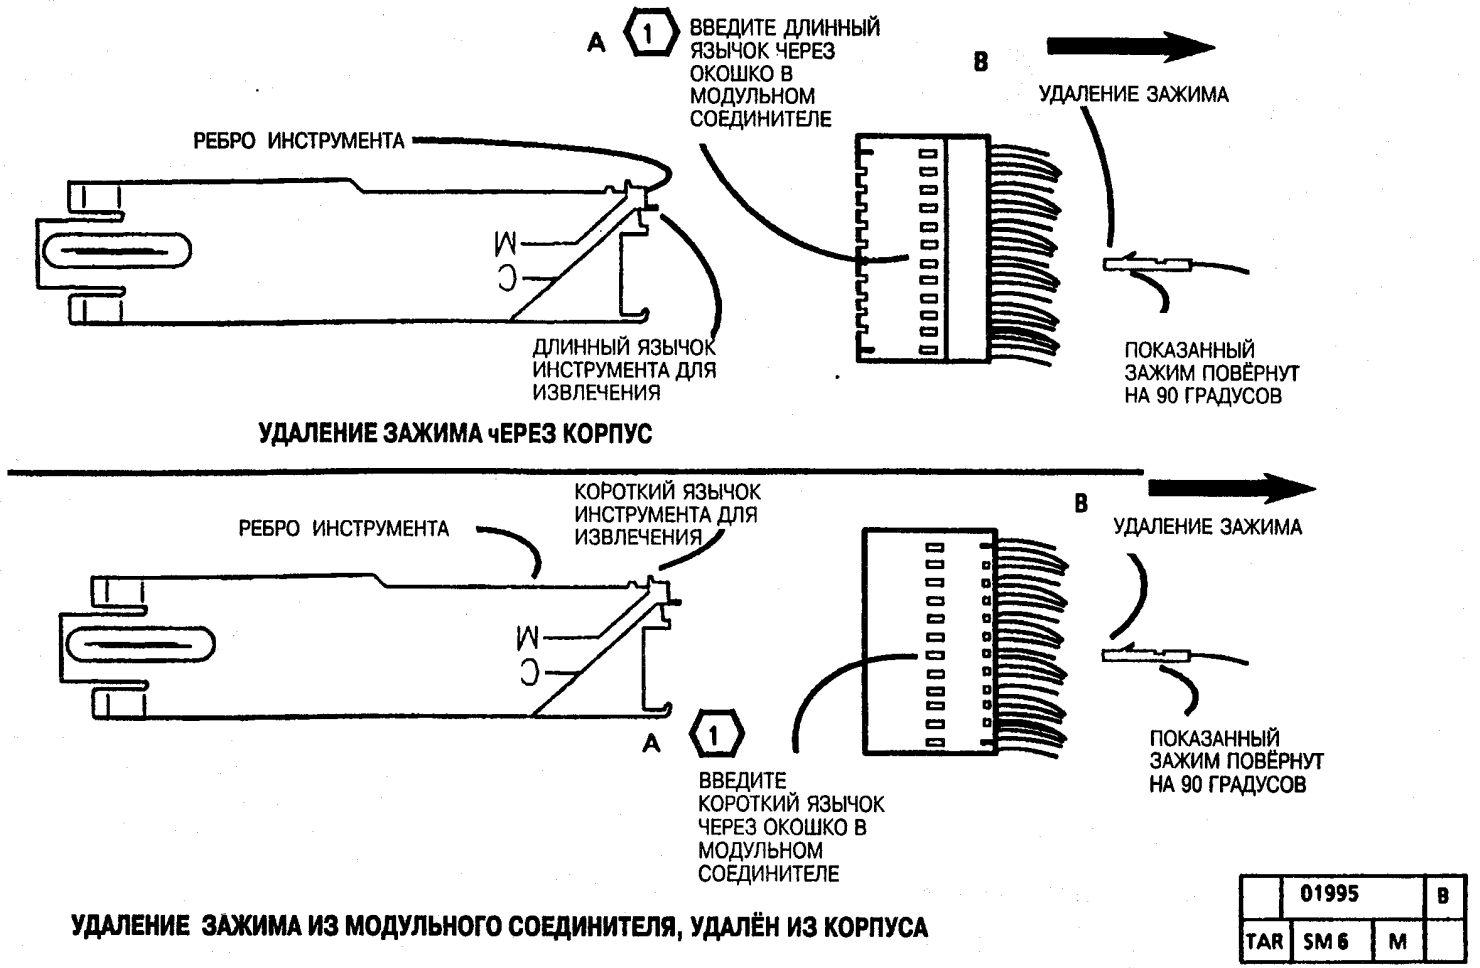

Рис. 3. Удалите выводы из соединителей
3. (Рис. 3): Удалите выводы из соединителей.